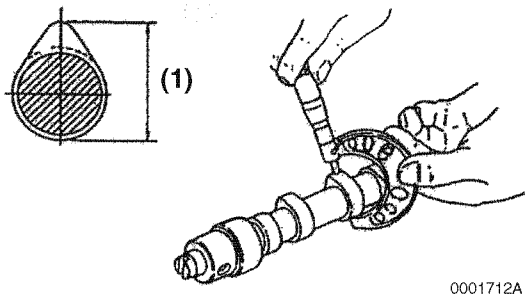

Figure 6-125
3. Measure the height of each lobe **(Figure 6-125, (1))**. *See Camshaft on page 6-11 for specifications.*